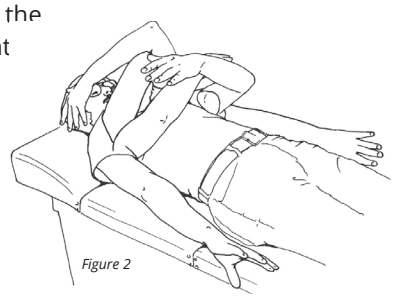

Figure 2
Step 3: Now, move both arms together through the biceps pattern. Imagine the movement of the amputated elbow and thumb (Figure 2). Repeat several times, concentrating on the movement